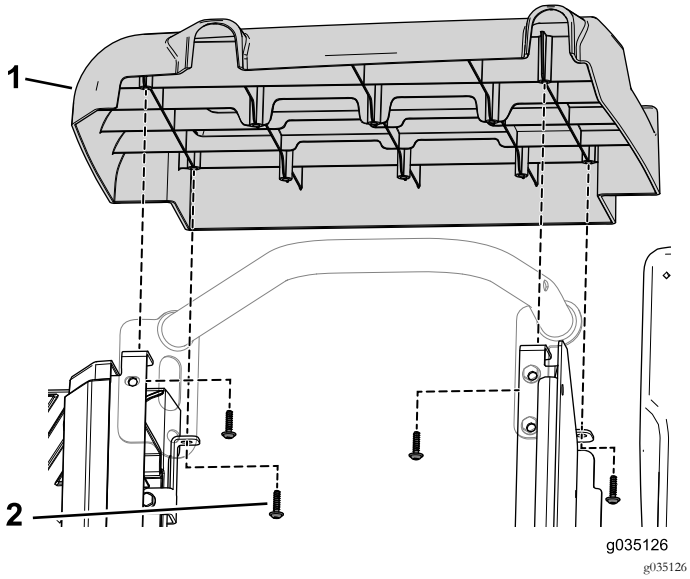

Figur 88
10. Sätt fast den högra sidokåpan på sätet med fyra självgängande skruvar (Figur 88).